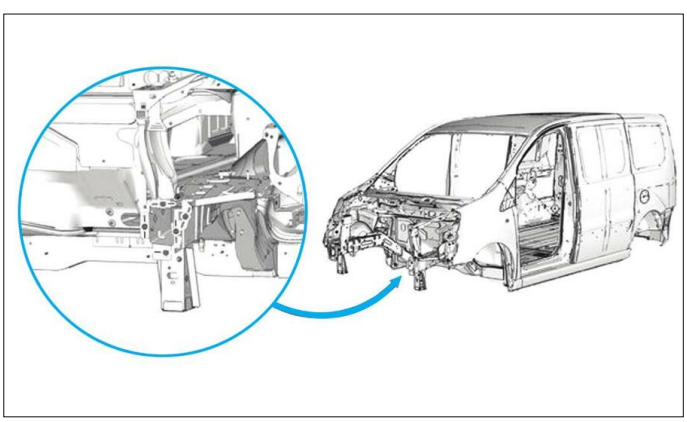

**FIG. 6**
• Préparer les bords d'accostage et les protéger par un apprêt soudable **(Fig.6)**.